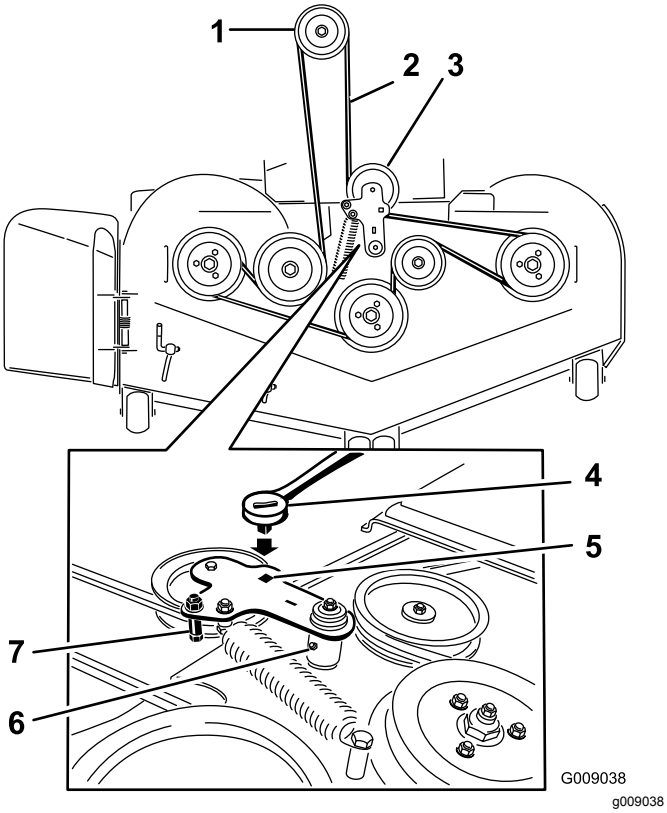

Figuur 107
5. Hef het vloerdeel op en steek een momentsleutel in de vierkante opening in de spanpoelie (Figuur 107).
6. Draai de spanpoelie van het maaidek rechtsom en verwijder de aandrijfriem van het maaidek (Figuur 107).